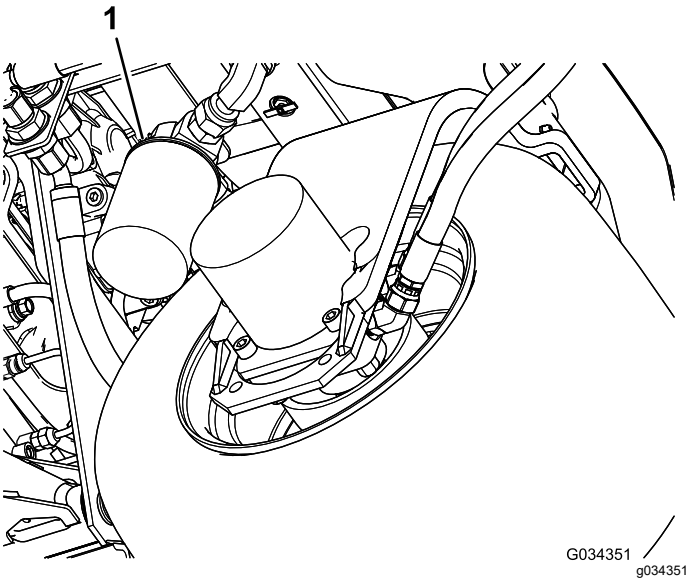

Figur 79
2. Rengjør området der filteret skal festes. Plasser et tappefat under filteret (Figur 79), og ta ut filteret.